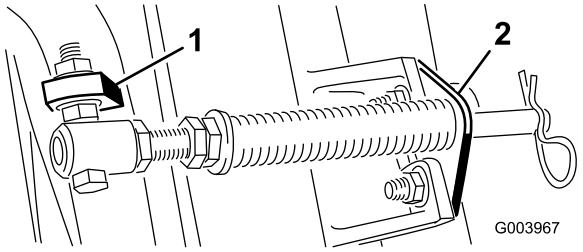

Figur 5
C. Monter skruen til fjærrøret på motsatt tapp på bærerammen, og fest med flensmutteren. Skruehodet skal plasseres på utsiden av tappen som vist i Figur 5.
D. Monter de to stangbrakettene til klippeenhetstappene med låseskruene og mutterne (Figur 5).